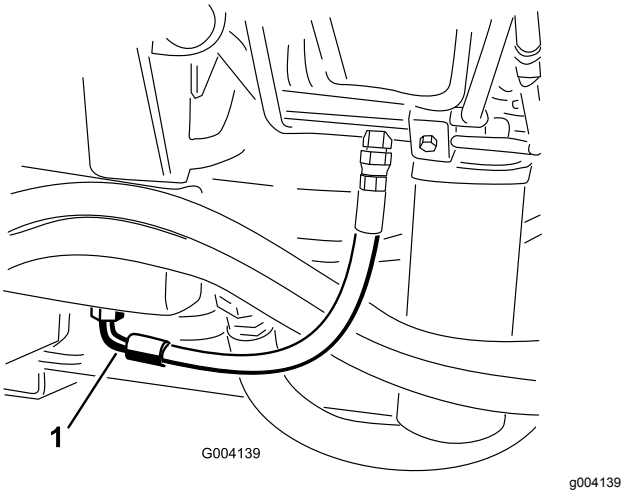

Figur 65
2. Anbring en stor bakke under stykket, der sidder i bunden af hydraulikvæskebeholderen (Figur 65).